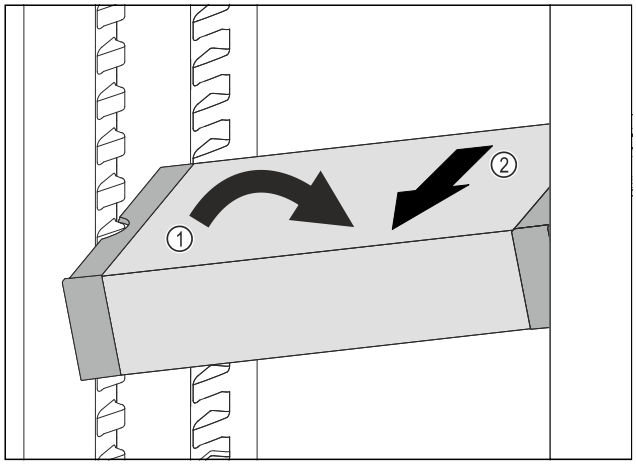

Fig. 117
▶ Poziționați oblic VarioSafe în frigider. *Fig. 117 (1)*
▶ Extrageți VarioSafe spre înainte. *Fig. 117 (2)*